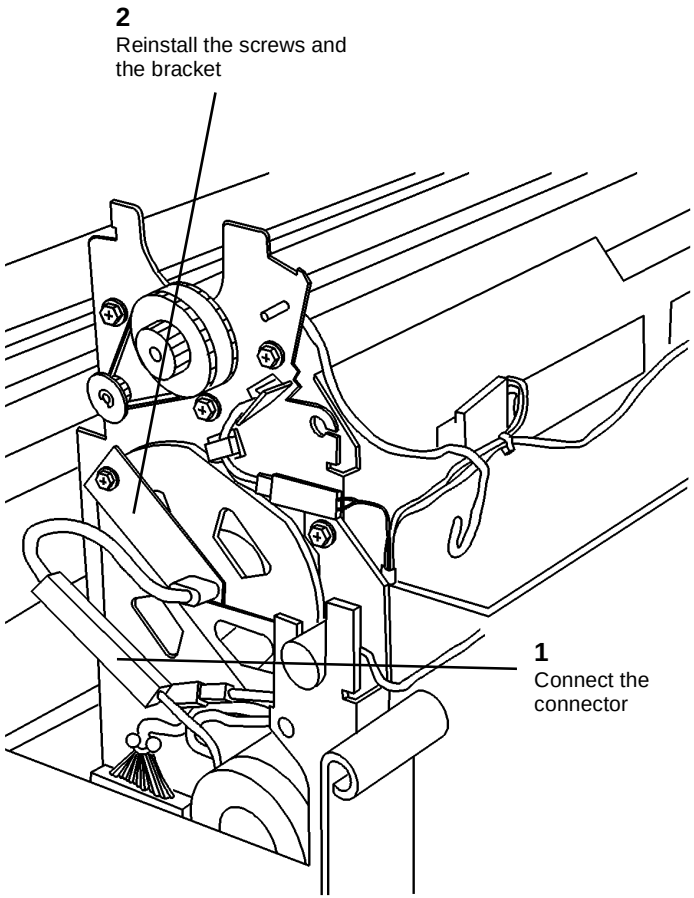

**Figure 5 Reinstalling the Bracket (Left side)**
2. (Figure 5): Reinstall the bracket (Left side).